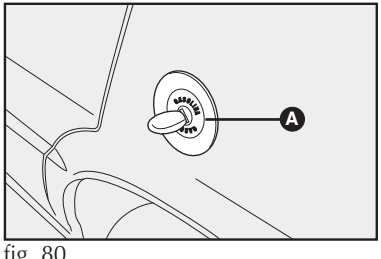

fig. 80
- Gire la llave en sentido antihorario y gire la tapa **A-fig. 80** en el mismo sentido hasta que esta se libere.